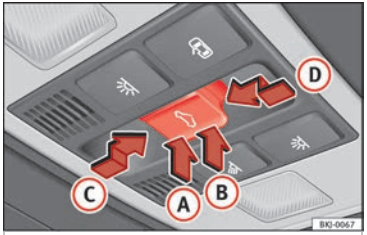

Fig. 123 On the interior roof lining: sunroof button.
The button »» **Fig. 123** has two levels. The first level switches the sunroof to the tilted position, opening or closing it fully or partially.
- Before approx. 5 seconds of having activated the anti-trap function, press the button ⌓ ››› **Fig. 123** to the second level in the direction of arrow ››› **Fig. 123** D until the sunroof closes completely.